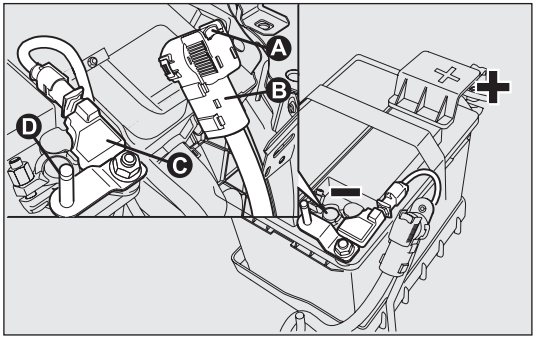

fig. 177c
Versions without dummy pole fig. 177c
- ❒ press the button A-fig. 177c to remove the connector B from the sensor C monitoring the battery conditions (the latter is on the negative pole of the battery).